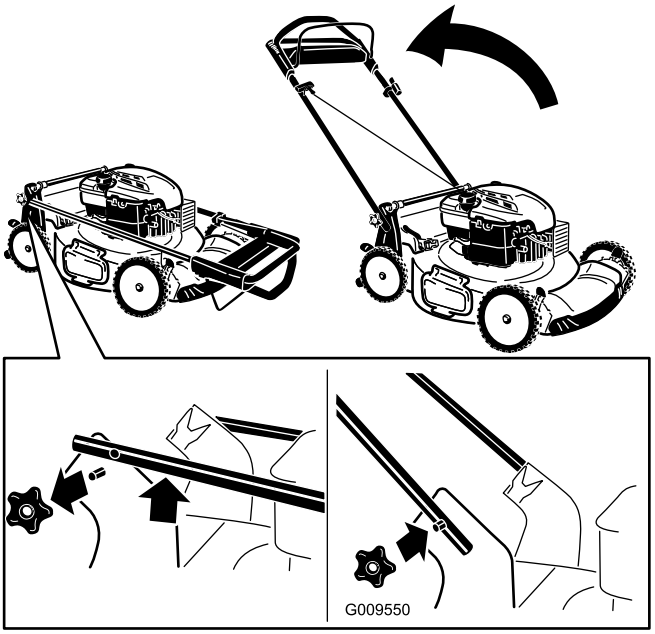

Figura 3
1. Retire los pomos del manillar de la carcasa del cortacésped (Figura 3).
3. Instale y apriete los pomos del manillar que retiró en el paso 1 (Figura 3).